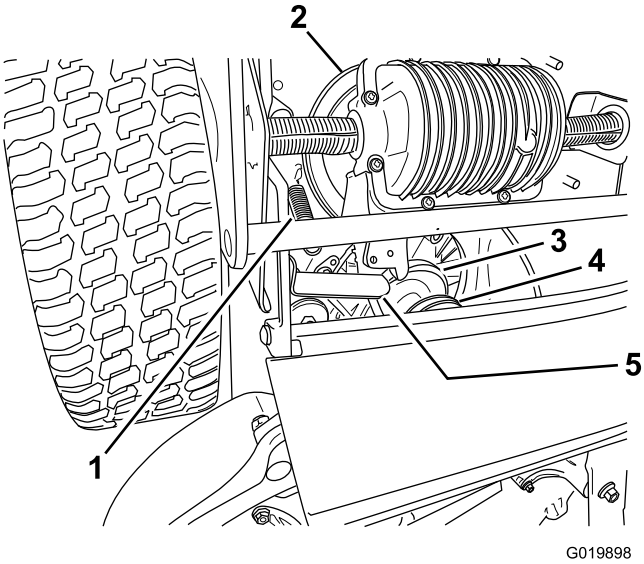

Figuur 37
8. Beweeg de lip naar voren (Figuur 37).